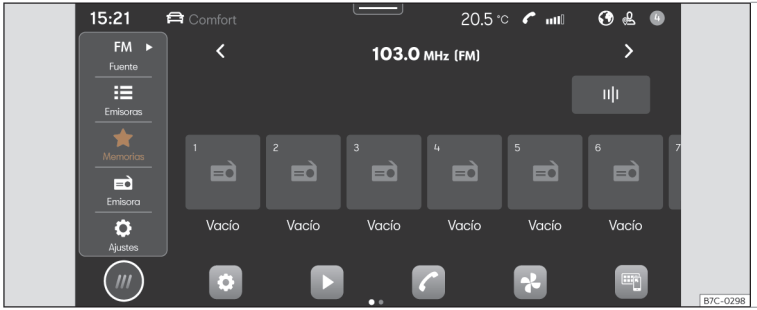

Fig. 127 Representación esquemática: Vista Radio
- Pulse **HOME >** ⟩⟩⟩ **fig. 127** .